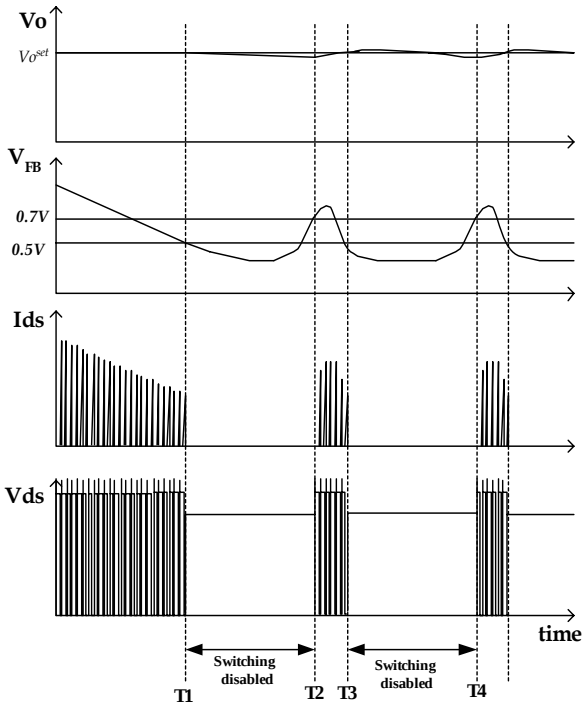

Figure 8. Waveforms of burst operation
5. Burst operation : In order to minimize power dissipation in standby mode, the FSDM0565RB enters burst mode operation. As the load decreases, the feedback voltage decreases. As shown in Figure 8, the device automatically enters burst mode when the feedback voltage drops below V_{BURL}(500mV). At this point switching stops and the output voltages start to drop at a rate dependent on standby current load. This causes the feedback voltage to rise. Once it passes V_{BURH}(700mV) switching resumes. The feedback voltage then falls and the process repeats. Burst mode operation alternately enables and disables switching of the power Sense FET thereby reducing switching loss in Standby mode.